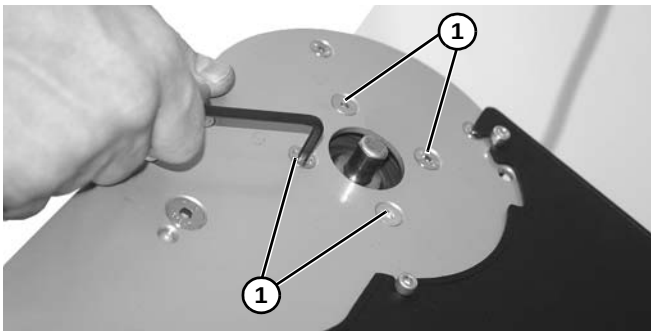

Figure 72
4. Remove four (4) socket head screws **(Figure 72, item 1)** on side of drive spindle.